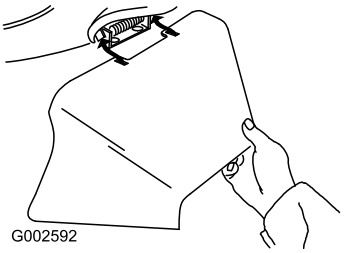

Bild 21
3. Setzen Sie den Seitauswurfkanal ein und schließen Sie die Klappe auf dem Auswurfkanal (Bild 21).